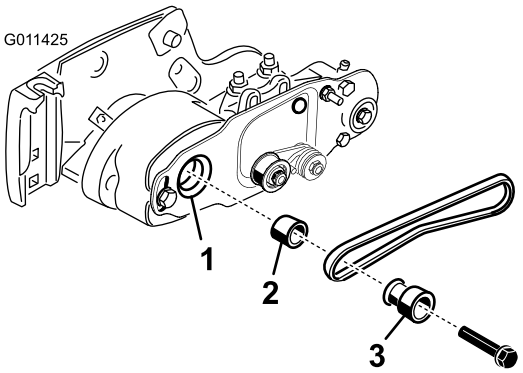

Figuur 16
4. Draai de messenkooi die de aandrijfpoelie laat draaien en verwijder de riem van de poelie (Figuur 16).
5. Verwijder de bout waarmee de aandrijfpoelie van de rolborstel aan de as van de lagerbehuizing is bevestigd (Figuur 16).
6. Verwijder de aandrijfpoelie van de rolborstel en het afstandstuk van de as (Figuur 16).